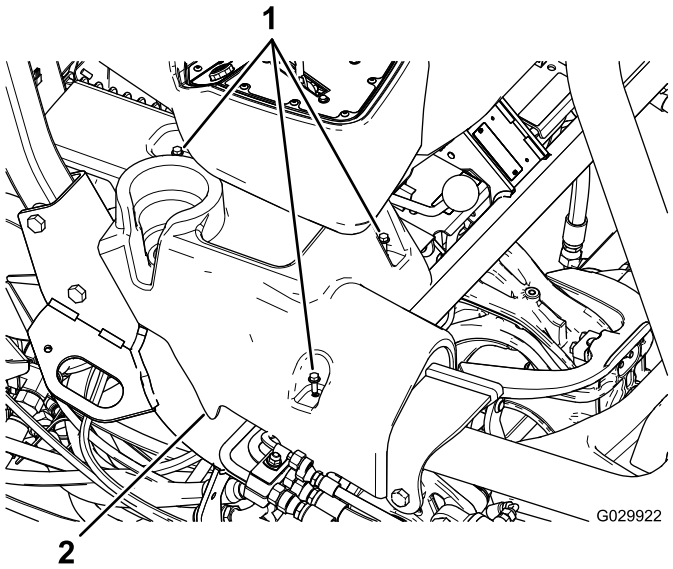

Figur 1
4. Ta bort flänsbultarna som håller fast vänster och höger konsoler och ta bort konsolerna (Figur 1).